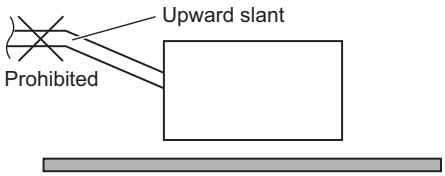

Fig. 2-107
- Do not install the pipe with an upward slant from the connection port. This will cause the drain water to flow backward and leak when the unit is not operating. (Fig. 2-107)